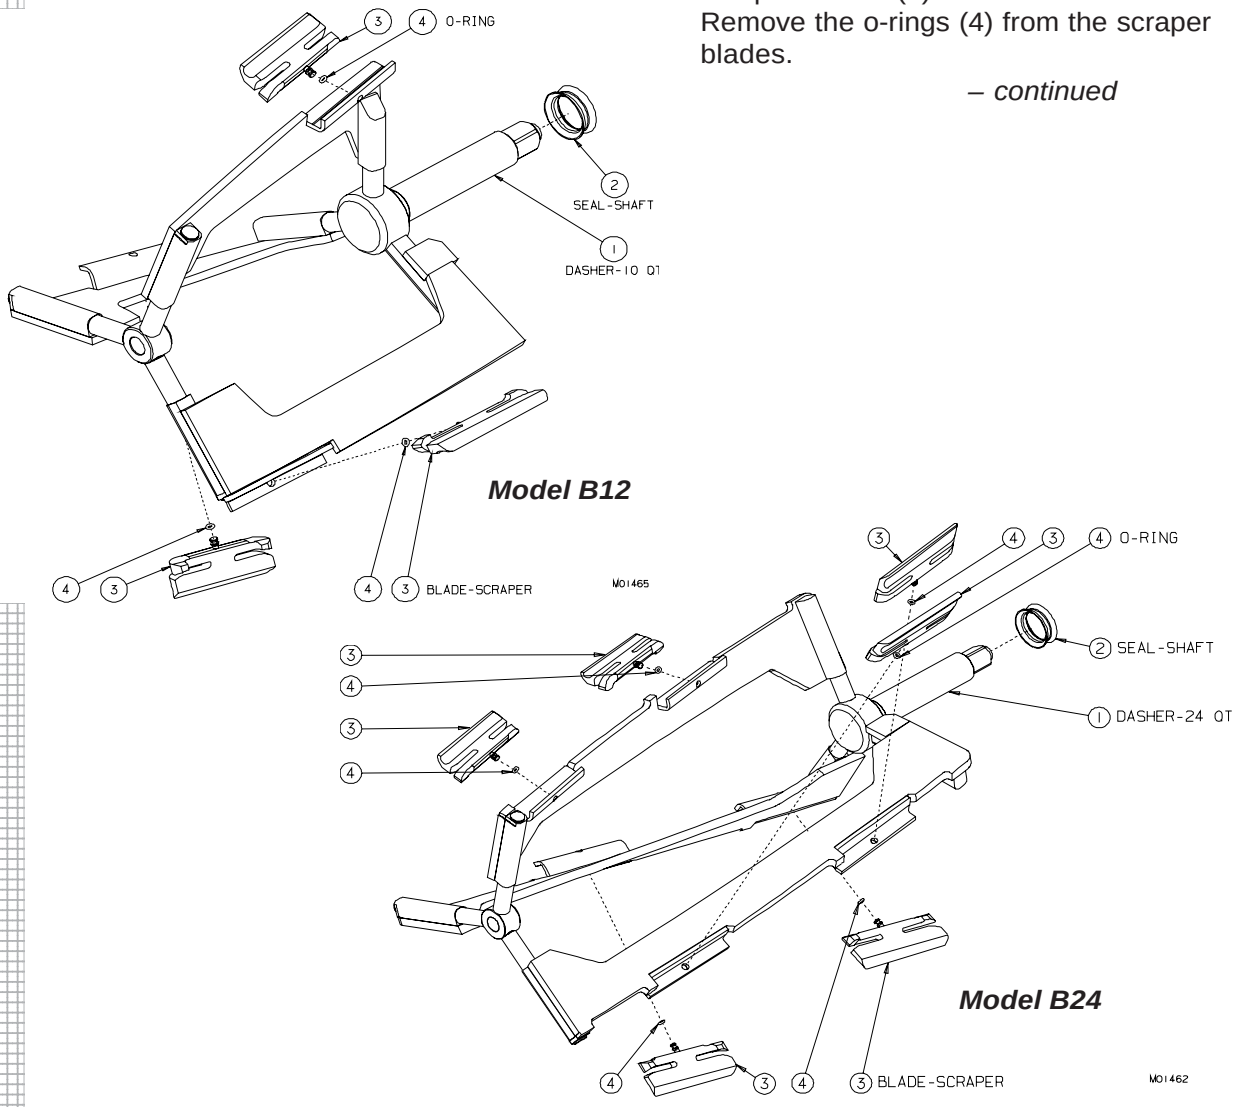
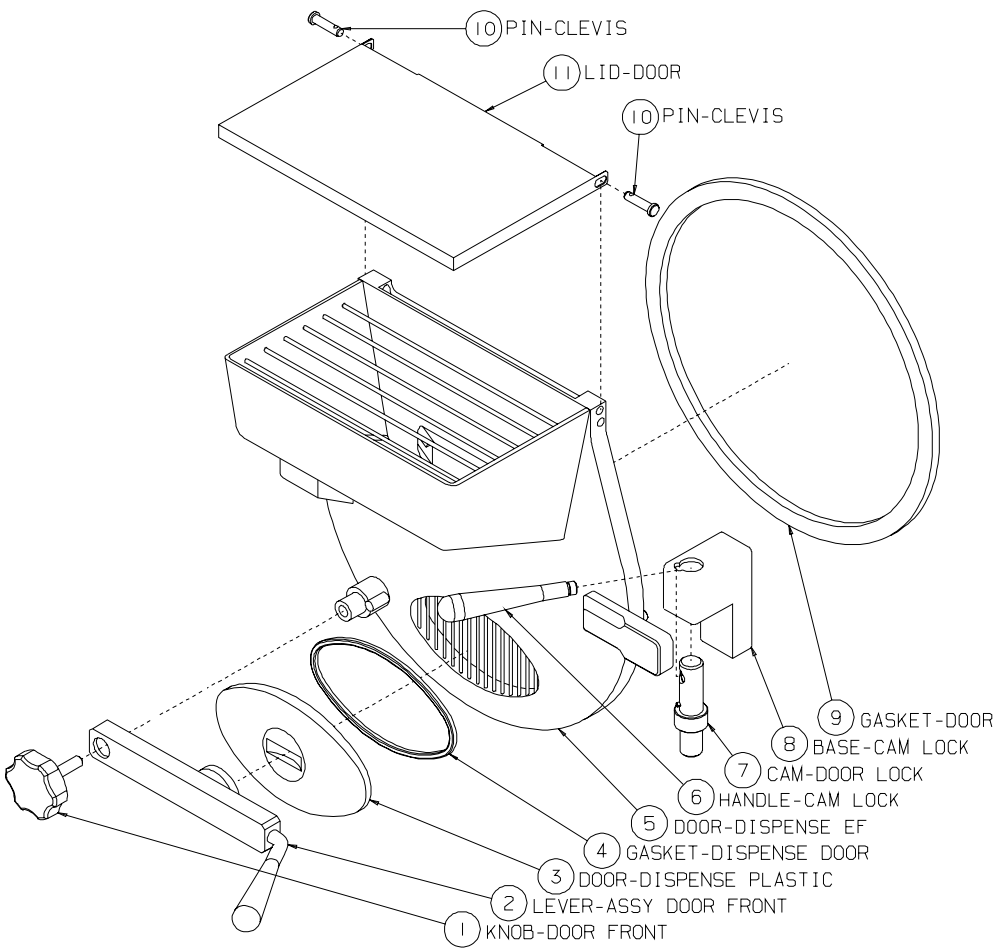

Figure 7-2 Dasher Assembly
Figure 7-3 Door Assembly
2. Open the cam door lock (6-7, figure 7-3) and remove the dasher (figure 7-2) from the freezer by pulling straight out. Take the dasher to a three compartment sink.
3. Remove the shaft seal (2) and scraper blades (3) from the dasher. Remove the o-rings (4) from the scraper blades.
4. Lift the door (5, figure 7-3) off the hinge and take to sink.
5. Unscrew the door knob (1) and remove the lever (2) and platic dispense door (3). Remove the gasket (4) from the plastic dispense door.
6. Remove the lid (11), clevis pins (10) and door gasket (9) from the door assembly.
7. Remove cam lock (7) and handle (6) by unscrewing the handle and sliding cam down through the cam base.